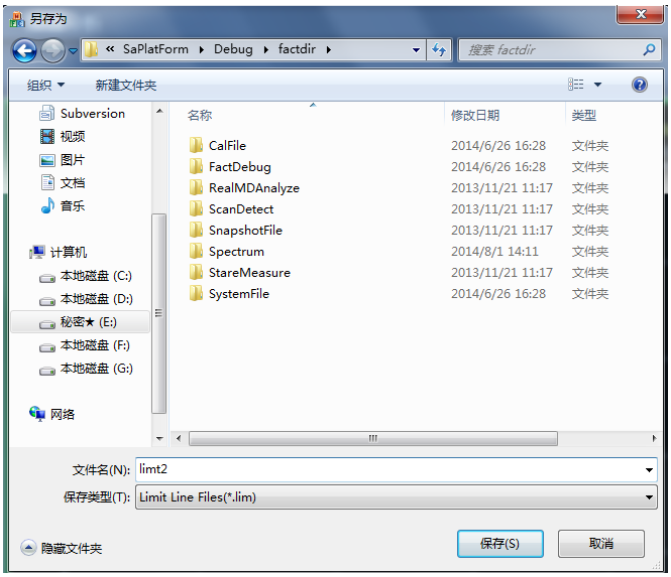

图 4.85 保存限定线窗口
- 按下[保存限定线...]软菜单 ，弹出文件另存为对话框，选择保存路径和保存文件名，点击保存，将保存当前的限定线编辑数据，文件名后缀为.lim，如图 4.85 所示。